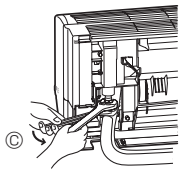

Fig. 3-9
3. Dans le sens du retrait du raccord en L ④, faire un raccord rapide à l'ouverture évasée de l'appareil intérieur.
4. Serrer l'écrou évasé à l'aide d'une clé à fourche double. (Fig. 3-9)
2. Insérer l'écrou évasé retiré précédemment sur la partie droite du raccord en L ④ et évaser l'extrémité du tuyau.
5. Raccorder rapidement le raccord en L ④ traité en 2) à l'ouverture évasée de l'appareil intérieur.
6. Serrer l'écrou évasé à l'aide d'une clé à fourche double. (Fig. 3-9)